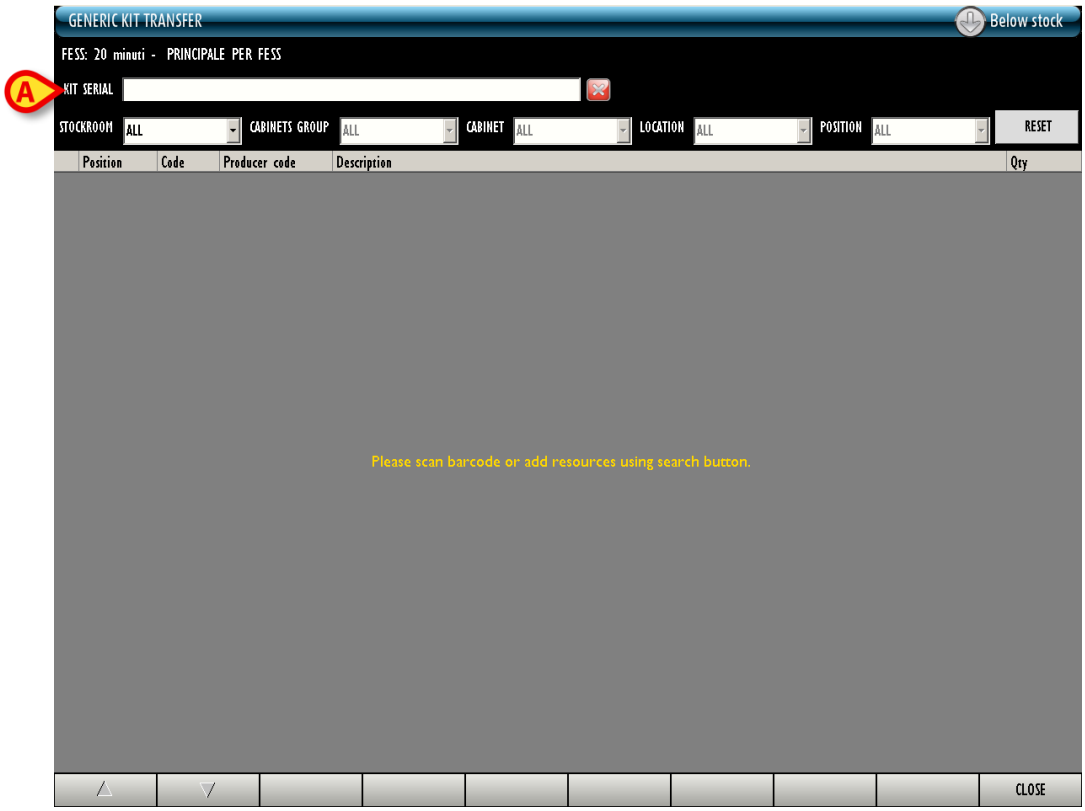

Fig 235
The following screen opens (Fig 235).
- Insert the kit serial number in the field indicated in Fig 235 **A** (or scan the kit barcode).